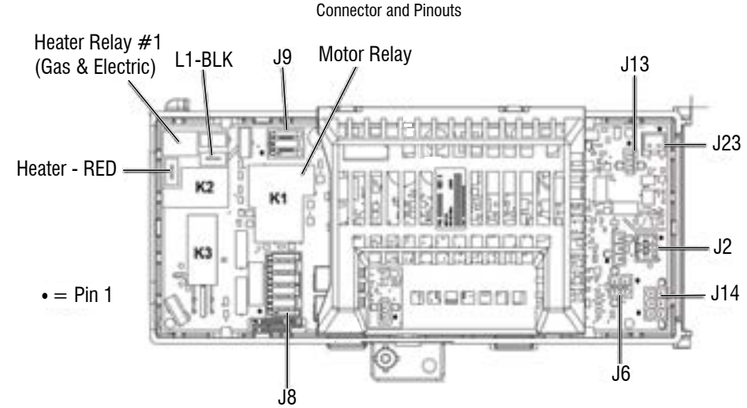
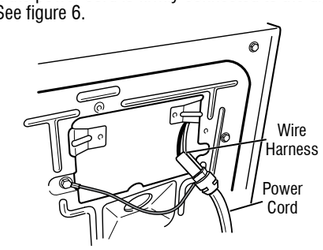
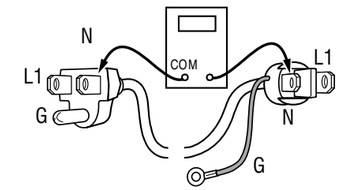

Figure 2 - Main Control (ACU)
Figure 6 - Power cord-to-wire harness connection for gas dryer
Figure 7 - Power cord terminals, gas dryer
5. ACU VAC – With voltmeter set to AC, connect black probe to ACU J8-3 (N) and red probe to J9-2 (L1) (see Figure 2).
2. Remove the cover plate from the top right corner of the back of the dryer. See figure 6.
3. Check that the power cord is firmly connected to the dryer's wire harness. See figure 6.
5. With an ohmmeter, check for continuity between the neutral (N) terminal of the plug and J8-3 (white wire) on the ACU. The left-hand side of figure 7 shows the position of the neutral terminal (N) on the power cord plug. Also see Figure 2.
- ➢ If there is no continuity, disconnect the white wire of the main harness from the power cord at the location illustrated in figure 6. Test the continuity of the power cord neutral wire as illustrated in figure 7. If an open circuit is found, replace the power cord. Otherwise, go to step 6.
- ➢ If there is no continuity, check the continuity of the power cord in a similar way to that illustrated in figure 7, but for power cord's L1 wire.